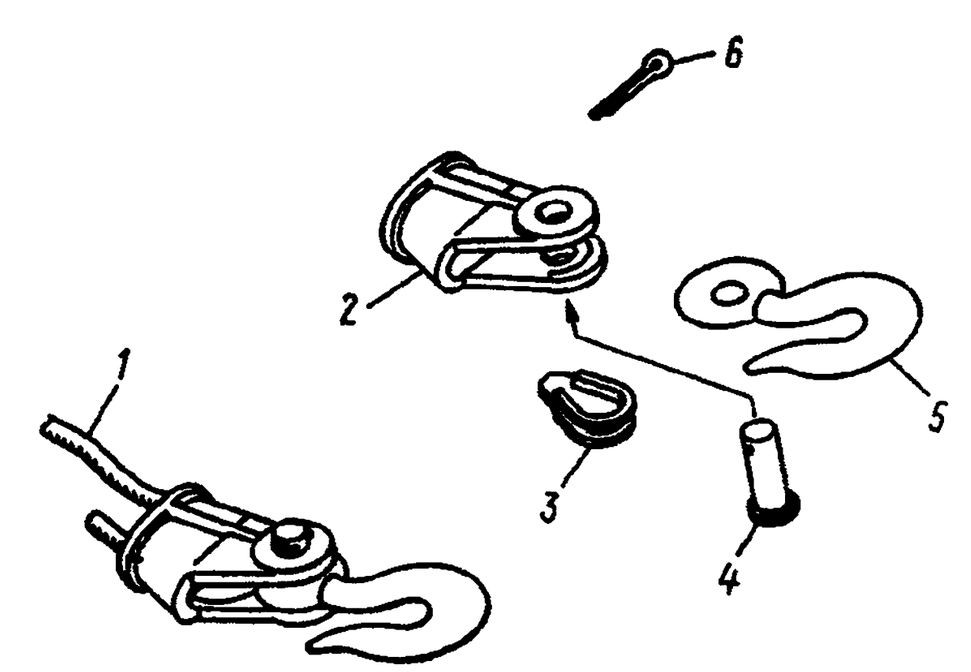

Рис. 64. Клиновая заделка троса лебедки:
3. Расшплинтуйте и выньте палец *4* (рис. 64) и крюк *5*, выбейте клин *3*, снимите коуш *2*. Выдайте трос назад	Плоскогубцы, молоток, монтажная лопатка
12. Закрепите трос в коуше клином *3* (см. рис. 64), установите крюк, палец и зашплинтуйте его	Плоскогубцы, отвертка, молоток